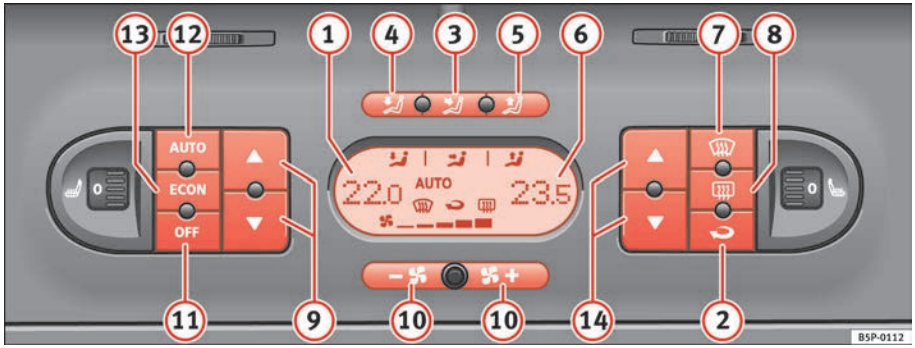

Fig. 130 On the dash panel: 2C Climatronic controls
– Press the temperature control buttons ⇒ page 155, fig. 130 (9) or (14) in order to adjust the temperature on the left hand side or the right hand side respectively.
– Press the button AUTO ⇒ page 155, fig. 130. “AUTO” is shown on the display. ▶